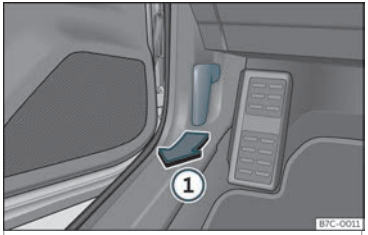

Fig. 255 Panca de desbloqueo no espazo repousapés do condutor.
- Abra a porta e puxe da panca que hai debaixo do taboleiro de instrumentos ››› **fig. 255** ①.